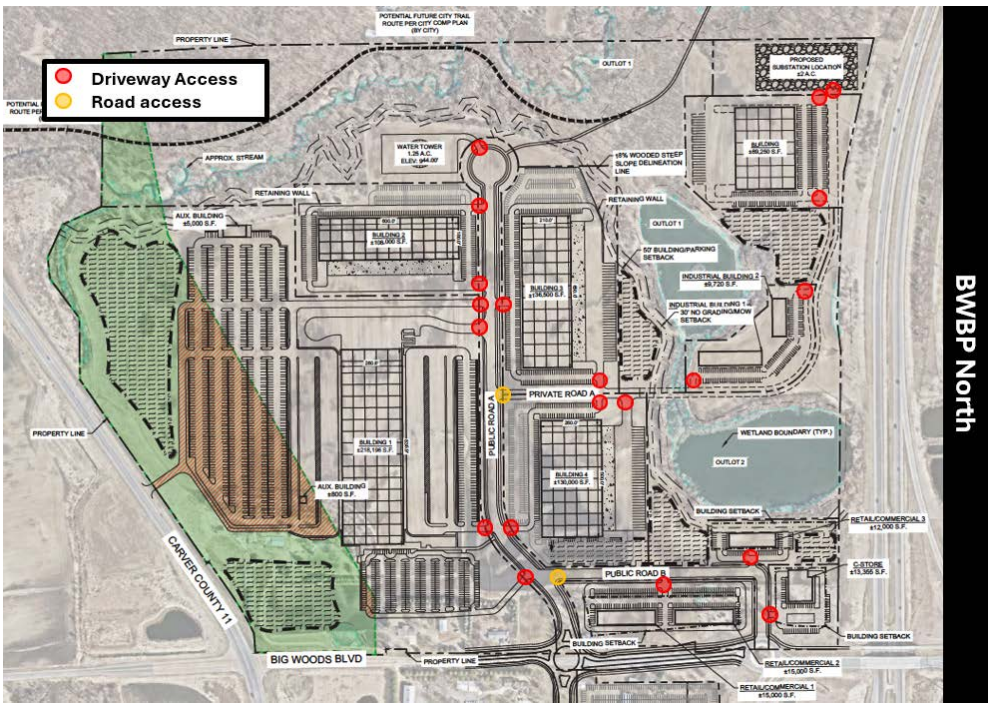

Figure 14a: Site Access Plan – Internal Property – BWBP North
- Internal access points on public roads will need to be aligned with other access points for each building site (*see Figure 14a&b*), and offset access points shall be avoided